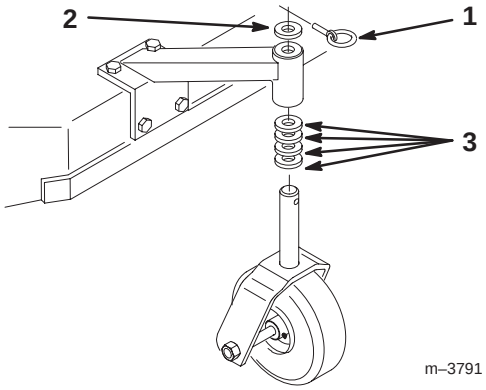

Figure 27
1. Using the Height-of-Cut Chart (on page 26), adjust the caster spacers to match with the axle hole selected (Fig. 27).
2. Remove the clevis pin, slide the caster from the support, and change the spacers (Fig. 27).
3. Install the caster in the support and insert the clevis pin (Fig. 27).